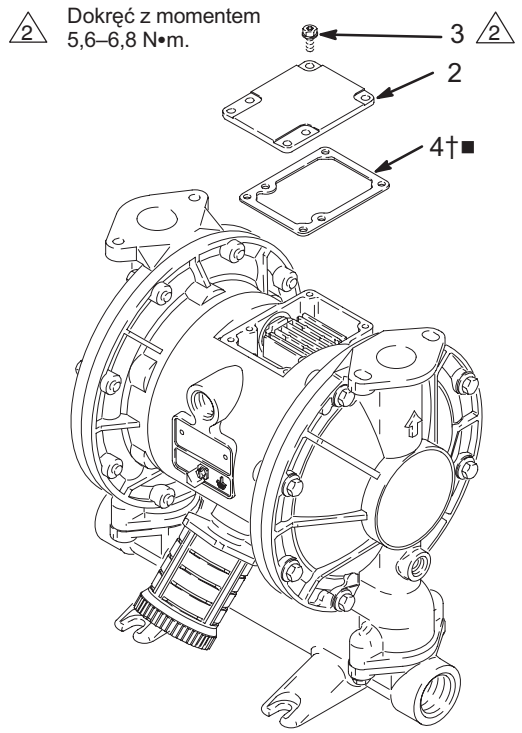

Rys. 8 02644B
2. Odkręć sześć śrub (3) wkrętakiem typu Torx (T20) lub kluczem nasadowym 7 mm, zdejmij pokrywę zaworu powietrza (2) i wyjmij uszczelkę (4), p. rys. 8.
10. Ustal położenie uszczelki zaworu (4†■) i pokrywy (2) względem sześciu otworów w środkowej obudowie (1). Dokręć sześć śrub mocujących (3) wkrętakiem typu Torx (T20) lub kluczem nasadowym 7 mm z momentem 5,6–6,8 N•m, p. rys. 8.